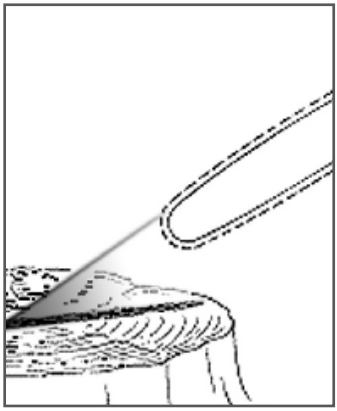

Рис. 7. Проверка смазки шины и цепи
2. Нажмите на выключатель и дайте высоторезу поработать примерно 10-15 секунд. Под шиной должен остаться четкий след от масла (Рис. 7).